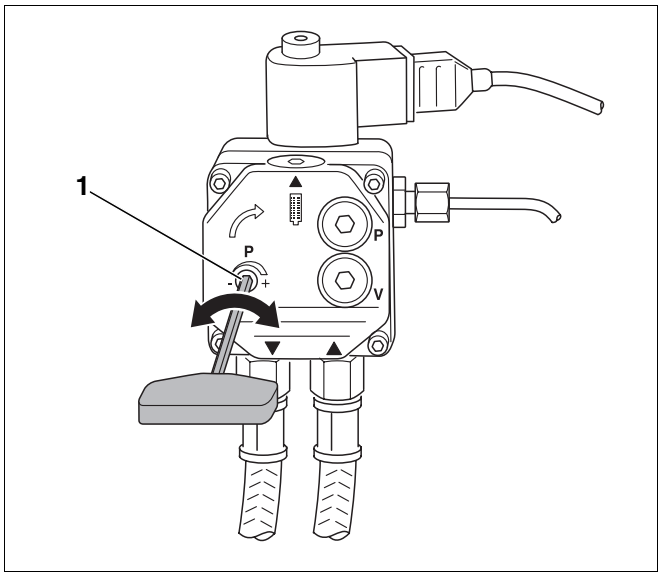
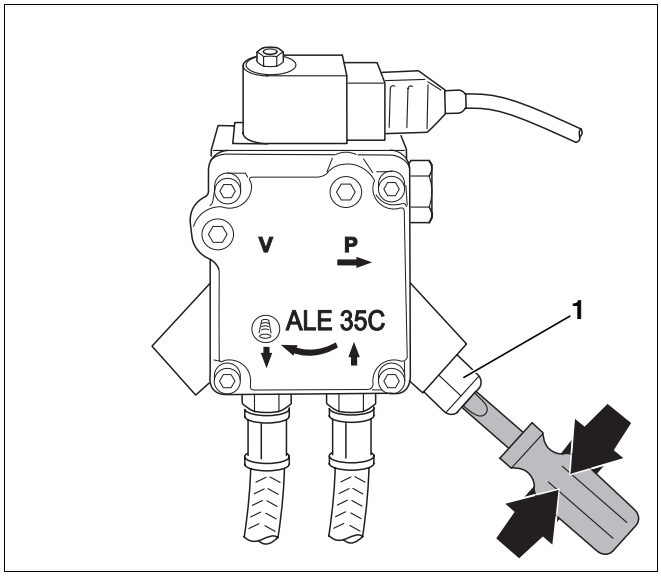

Afb. 22 Druk instellen – oliepomp Danfoss
Afb. 23 Druk instellen – oliepomp Suntec
Wanneer u lichtjes draait aan de drukregelschroef (afb. 22, **pos. 1** of afb. 23, **pos. 1**), wijzigt u de druk van de oliepomp en bijgevolg het CO_2-gehalte.